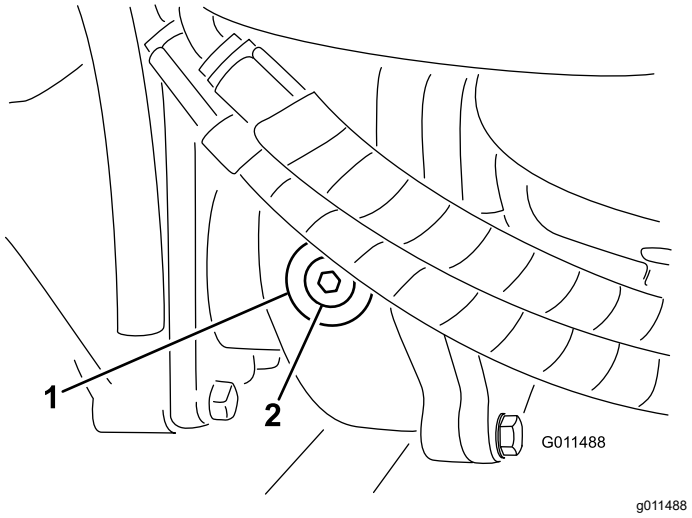

Figur 108
2. Fjern kontrol/påfyldningsproppen fra venstre side af gearkassen (Figur 108), og sørg for, at smøreoliestanden når op til bunden af